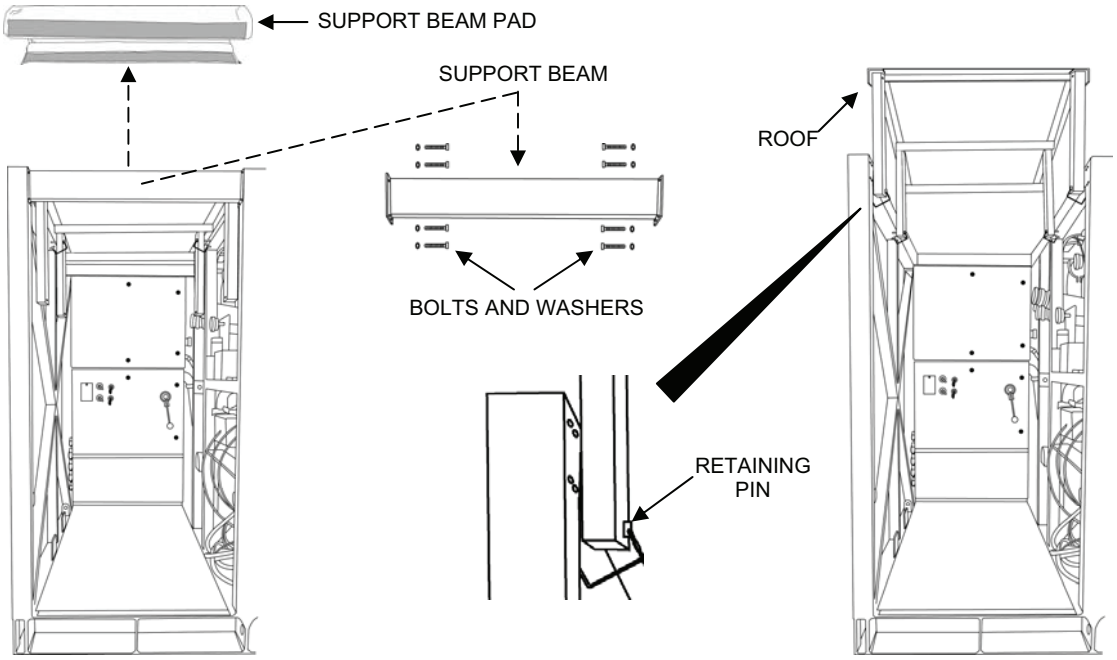

Figure 8. Operator Station Overhead Support Beam Removal and Roof Raising.
4. Remove the eight bolts and lockwashers from the operator station overhead support beam and remove the beam (Figure 8).
9. Install the pins through the bottom holes in the legs of the roof and through the holes in the TWPS frame to secure the roof in the raised position (Figure 8).